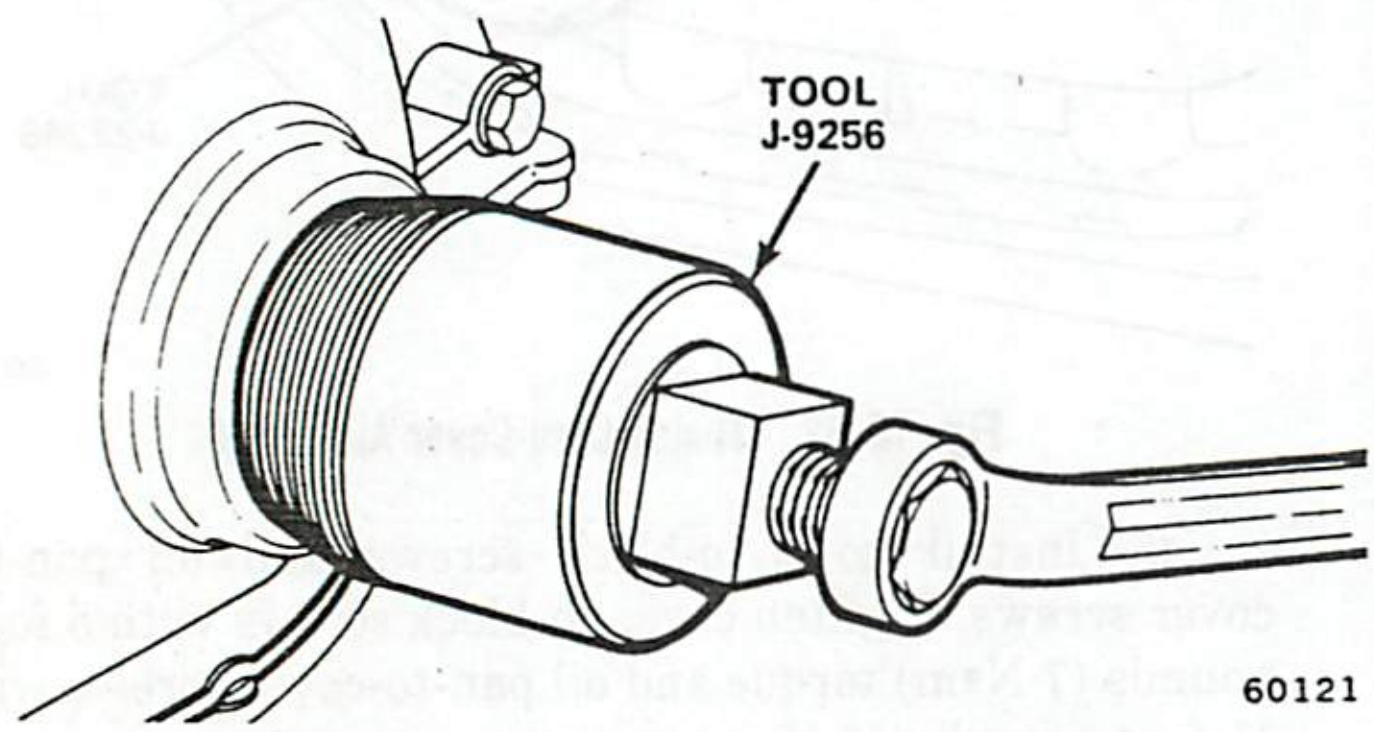

Fig. 1B-64 Timing Case Cover Oil Seal Removal
(1) Remove drive belts.
(2) Remove vibration damper pulley.
(3) Remove vibration damper.
(4) Remove oil seal with Tool J-9256 (fig. 1B-64).